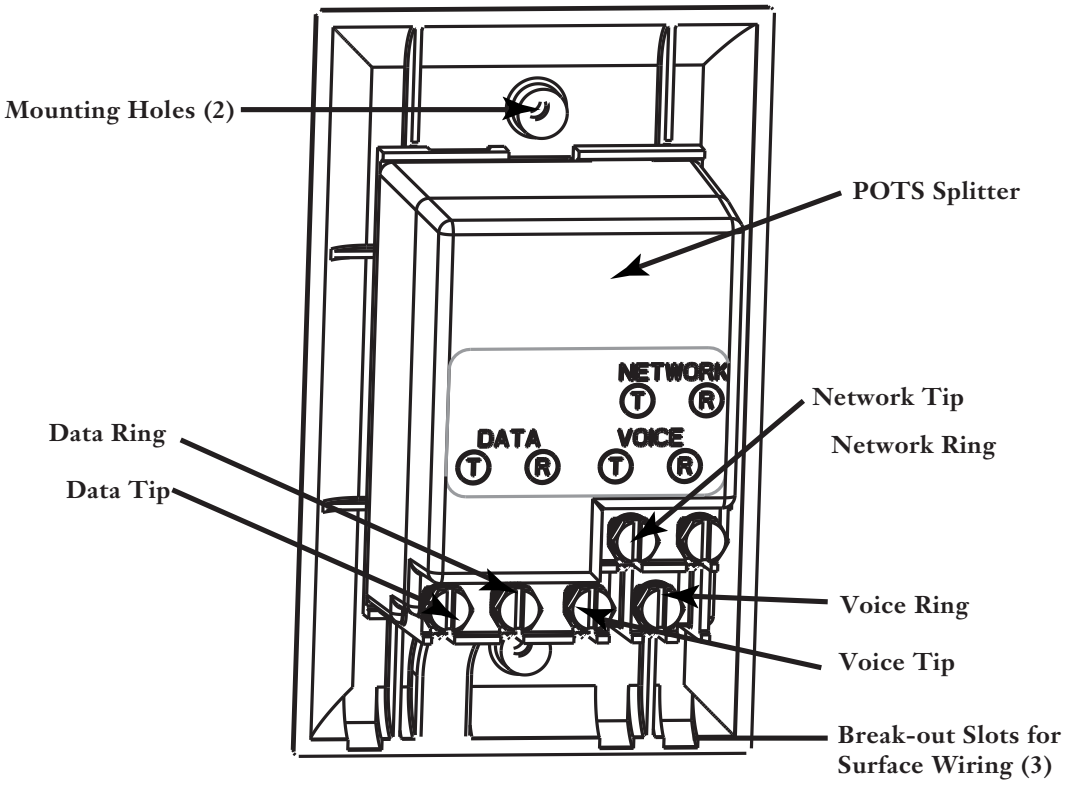

Figure 2
4.3 Product Wiring: Reference Figure 2.